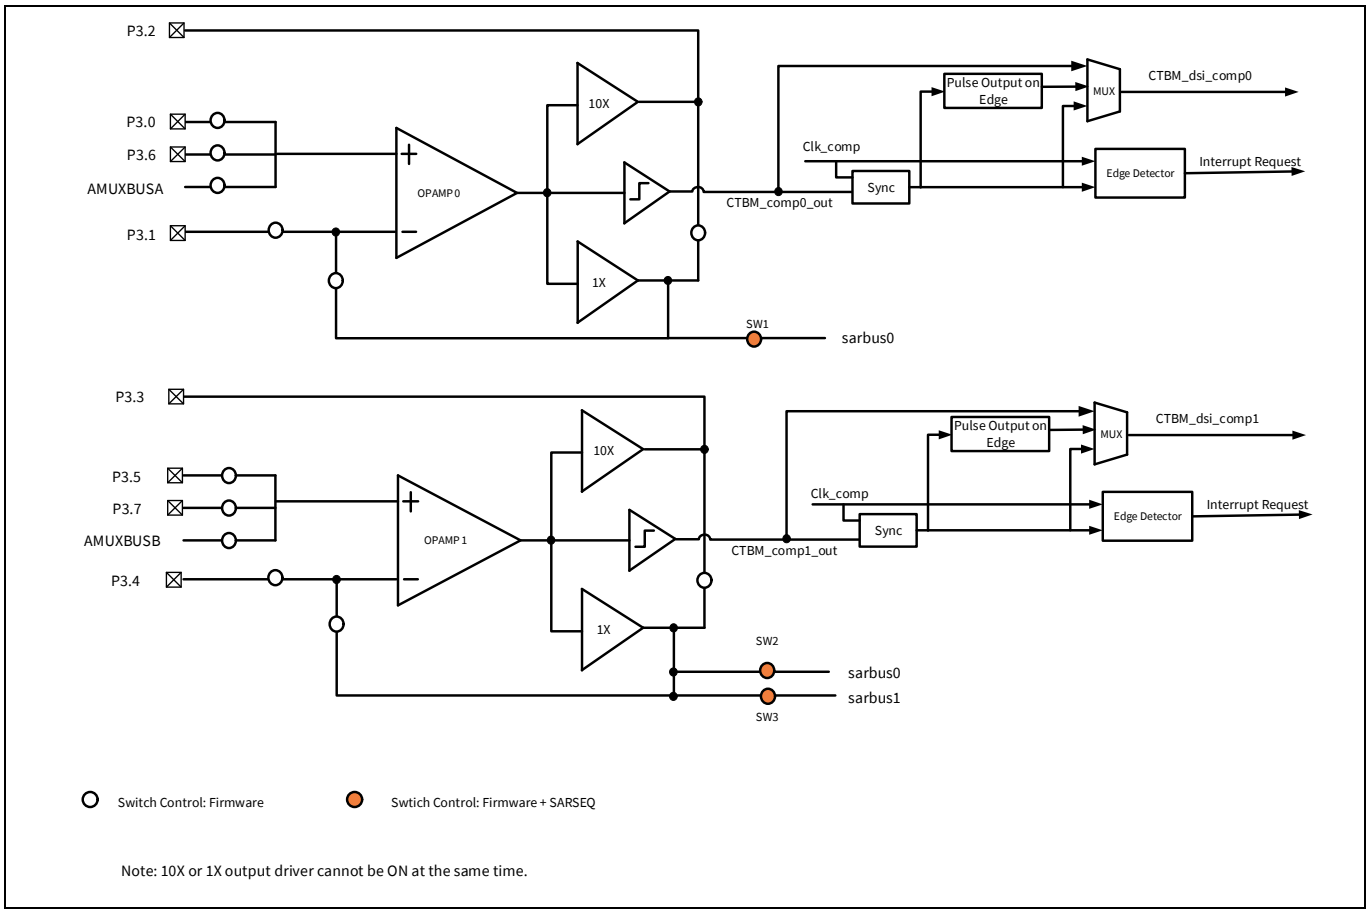

**Figure 23-1. CTBm block diagram**
**Figure 23-1** shows the block diagram for the CTBm block available in EZ-PD™ PMG1-S3 MCU devices.
As the block diagram shows, CTBm has two identical opamps. Each opamp has one input and three output stages, all of which share a common input stage, as shown in **Figure 23-1**; only one of them can be selected at a time. The output stage can be operated as Class-A(1X), Class-AB(10X), or comparator. The other configurable features are power and speed, compensation, and switch routing control.